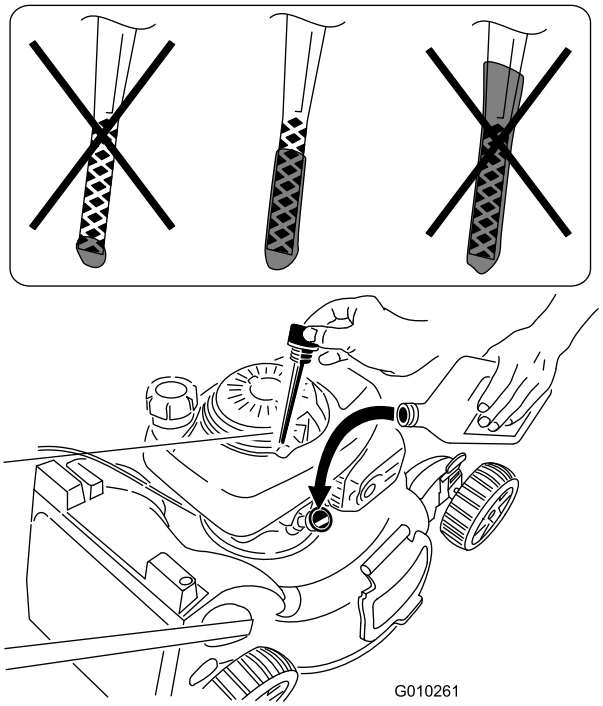

Figur 6
2. Tag målepinden ud (Figur 6), og hæld olie i påfyldningsrøret, indtil ca. 3/4 af krumtaphuset er fyldt.
5. Tag målepinden ud, og kontroller oliestanden på målepinden. Se Figur 6.
- Hvis oliestanden er for lav, skal en lille mængde olie langsomt hældes i oliepåfyldningsrøret. Vent 3 minutter, og gentag derefter trin 3 til 5, indtil oliestanden er korrekt som vist i Figur 6.
- Hvis oliestanden er for høj, skal overskydende olie aftappes, indtil oliestanden er korrekt, som vist i Figur 6 Se Skift af motorolien (side 15) for at få oplysninger om at aftappe overskydende olie.